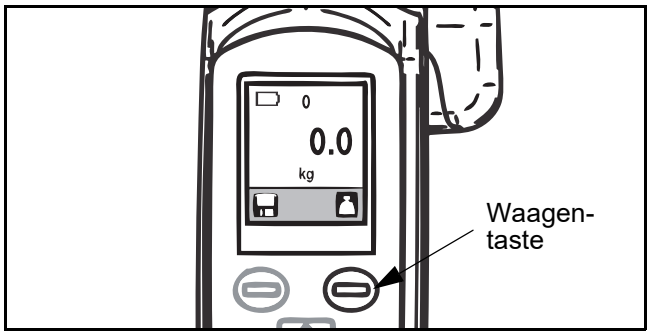

Abb. 66
1) Drücken Sie die Waagentaste, damit das Display ein Nullgewicht anzeigt (siehe Abb. 66).